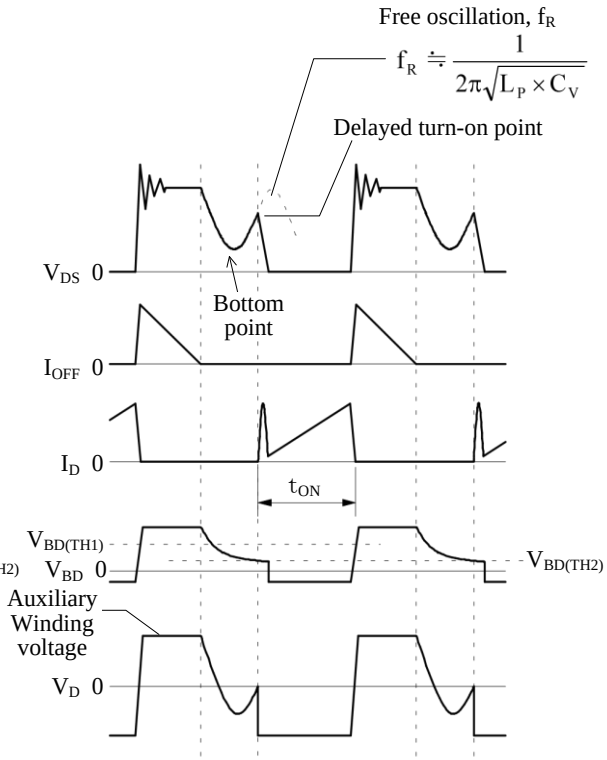

Figure 8-15. When the Turn-on of a V_{DS} Waveform Occurs after a Bottom Point
- In the converse situation, if the turn-on point lags behind the V_{DS} bottom point (see Figure 8-15), it causes higher switching losses also. After confirming the initial turn-on point, advance the turn-on point by decreasing the C_{BD} value gradually, so that the turn-on will match the bottom point of V_{DS}.